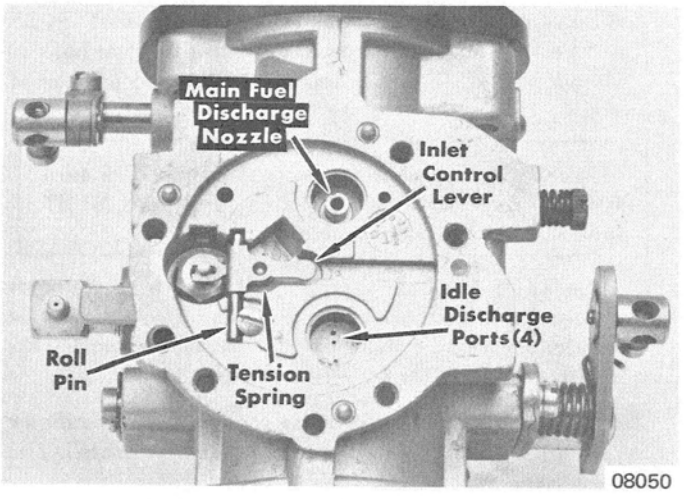

Figure 7. Inlet Needle Assembly
9. Remove roll pin retaining screw, roll pin, inlet control lever and the inlet tension spring. Inspect parts for wear. Inlet control lever MUST rotate freely on roll pin. (Figure 7)
11. Idle discharge ports and main nozzle ball check valve (Figure 7) are sealed from metering chamber by welch plugs. If carburetor is unusually dirty, remove welch plugs. CAREFULLY drill thru welch plugs with 1/8" drill. Allow drill to just break thru welch plug. If drill travels too deep into cavity, casting or main nozzle ball check valve may be damaged. Pry welch plug out of its seat, using a small punch.